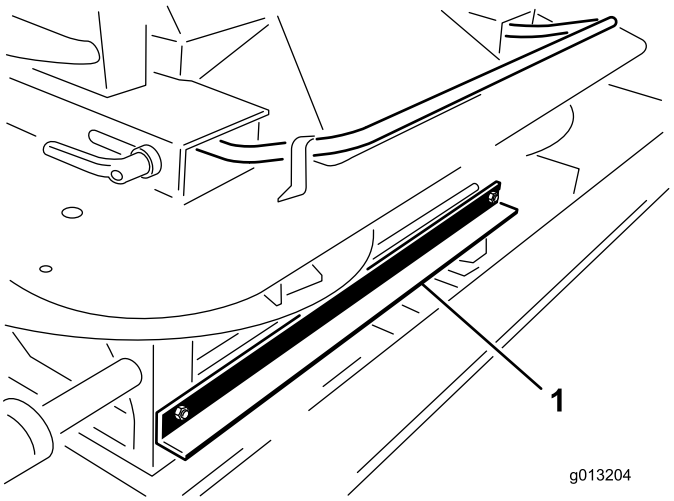

Figur 4
3. Lossa de två 1/4 x 3/4 tumsskruvarna och muttrarna som sitter längst fram på dubbelspridaren och fäster ProPass-lyftanordningens transportfäste på dubbelspridaren (Figur 4).